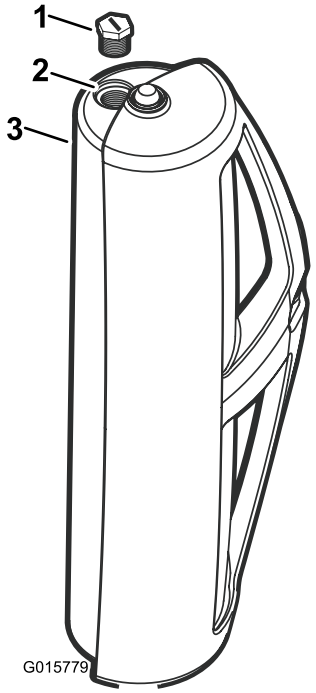

Figure 5
2. Seal the roller assembly with roller plug (Figure 5).